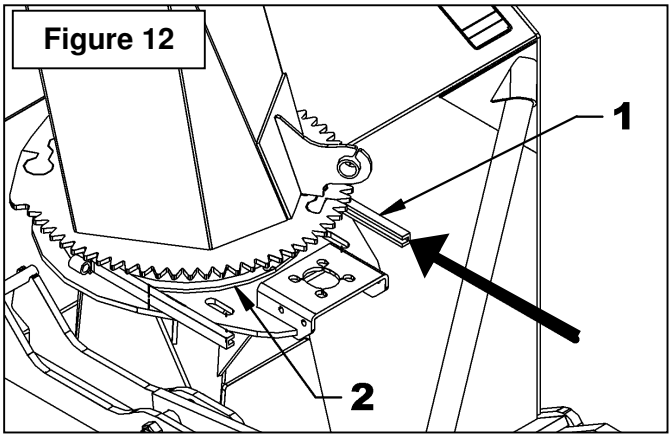

Figure 12
5. **Figure 12:** Soulever légèrement la chute d'environ 1/4" et enrouler le coussinet de rotation (item 1) entre la plaque de retenue soudée et la chute (item 2) en poussant tel qu'illustré. Replier le coussinet de rotation autour de la chute.